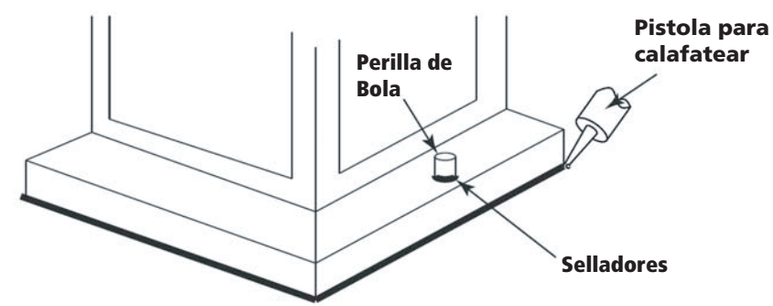

Figura 2
1. Conecte el cable de alimentación positiva **(A)** (normalmente negro el lado no marcado suave del cable de dos conductores) de plomo accesorio positivo **(B)** con un giro de tamaño approrpriately conector – **Véase la Figura 2 y 3.**
Loop alambre de tierra **(E)** (generalmente de cobre o verde recubierto de plático) debajo de la cabeza del tornillo de tierra **(S)** en la brida de montaje accesorio **(M)** y conectar con el extremo suelto del cable de tierra luminaria directamente al cable de tierra del sistema de construcción con un tamaño adecuado twist-conectores – **Véase la Figura 2.**
Después asegurar fijo en su lugar, se recomienda que la distancia entre la parte superior y la base de montaje del accesorio se sellará con cualquier buen masilla impermeable de calidad o sellador de silicona (no incluido). También se recomienda que una pequeña capa de madilla o selllador de ser sometidos a los mandos de bolas utilizadas para montar accesorio – Véase la Figura 2.